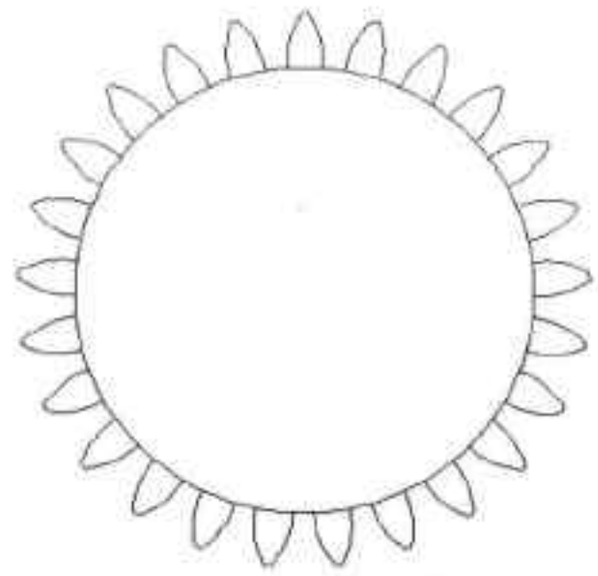

图12-47 删除线
Step10 将阵列后多余的线删除，其结果如图 12-47 所示。